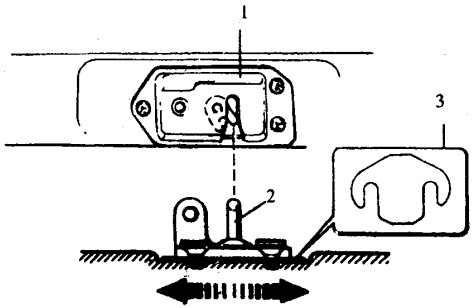

Fig. 4.2-3
1) Regulate lock ring assembly to make lock ring axis aim at the center position of lock flute approximately, see Fig. 4.2-3.